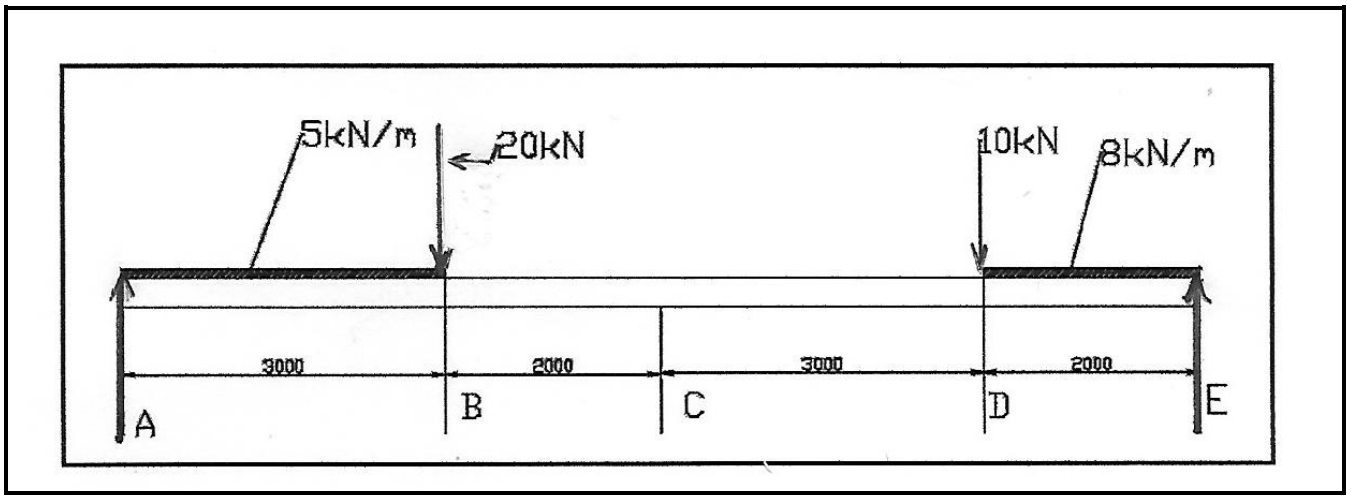

FIGURE 2
1.4 FIGURE 2 shows a light horizontal loaded beam ABCDE.